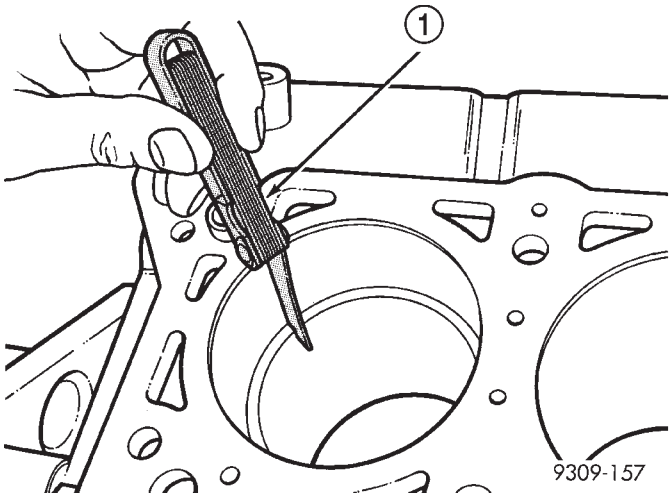

Abb. 5 Ringstoß
(1) Zylinderbohrung sauberwischen. Kolbenring einsetzen und mit dem Kolben in die Bohrung einschieben, damit er nicht verkantet. Zum Messen des Kolbenringstoßes muß sich der Kolbenring unterhalb der normalen Position in der Zylinderbohrung bewegen. Ringstoß mit einer Fühlerlehre prüfen (Abb. 5). Näheres zu den Sollwerten der Kolbenringe siehe “Sollwerte/Motor” in diesem Abschnitt.